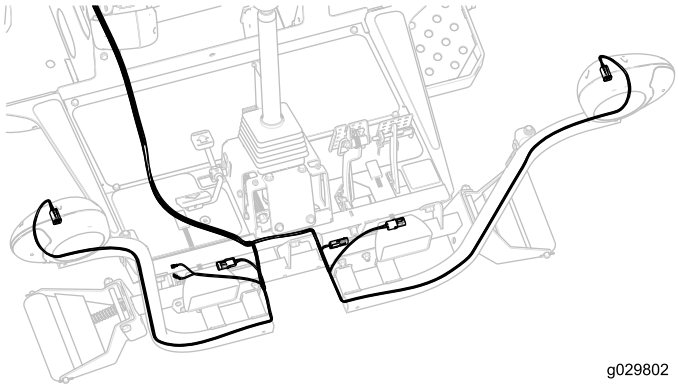

Figure 35
10. Route the front end of the wiring harness under the operator platform to the front of the traction unit (Figure 35).
11. Thread each harness connector through the appropriate headlight bracket and connect it to the headlight (Figure 35).
12. Plug the wiring harness lead, with the 2 connectors, into the horn (Figure 35).